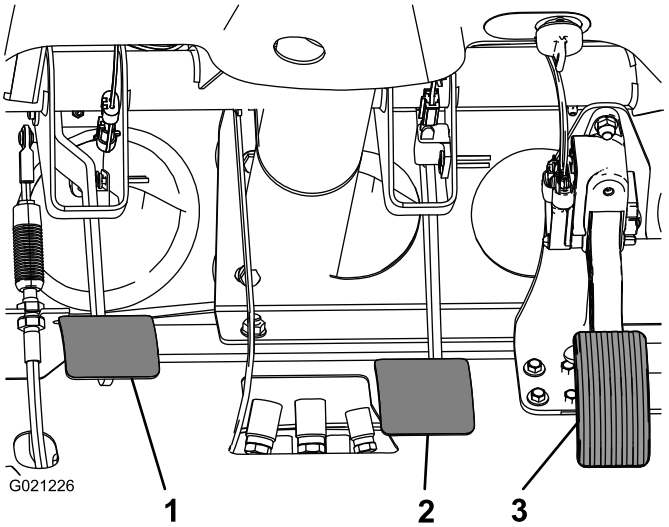

Figur 63
2. Slipp opp bremsepedalen (Figur 63) til den kommer i kontakt med rammen.
3. Løsne låsemutterne som fester krysshodet til hovedsylinderstangen (Figur 63).